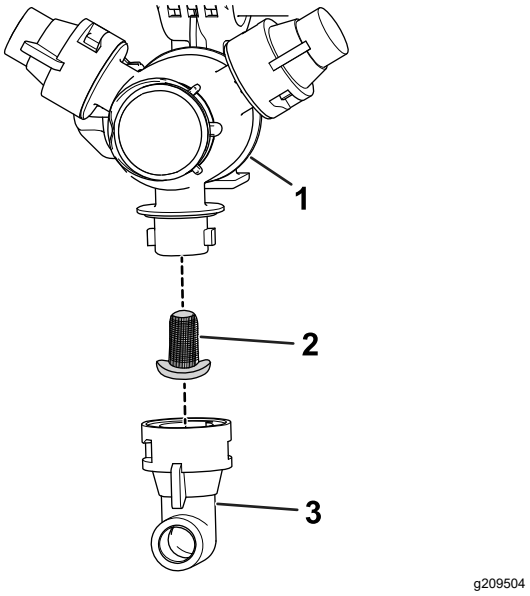

Figur 32
2. Ta bort munstycket från spruttornet (Figur 32).
3. Avlägsna munstycksfiltret (Figur 32).
5. Montera munstycksfiltret (Figur 32).
6. Montera munstycket på spruttornet (Figur 32).